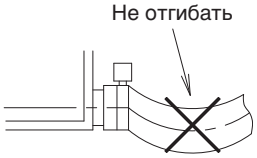

Рис. 27
- Не допускайте отклонения сливного шланга (1) во внутреннем блоке. **(См. рис. 27)**